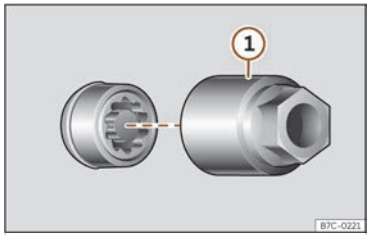

Fig. 225 Caragol antirobatori de la roda amb caputxó i adaptador.
- Encaixeu l'adaptador especial ››› **fig. 225** ① (eina de bord ››› **pàg. 328**) en el caragol antirobatori de la roda fins al límit.